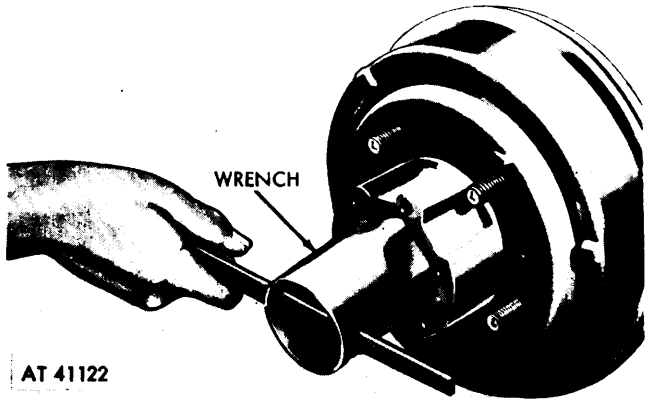
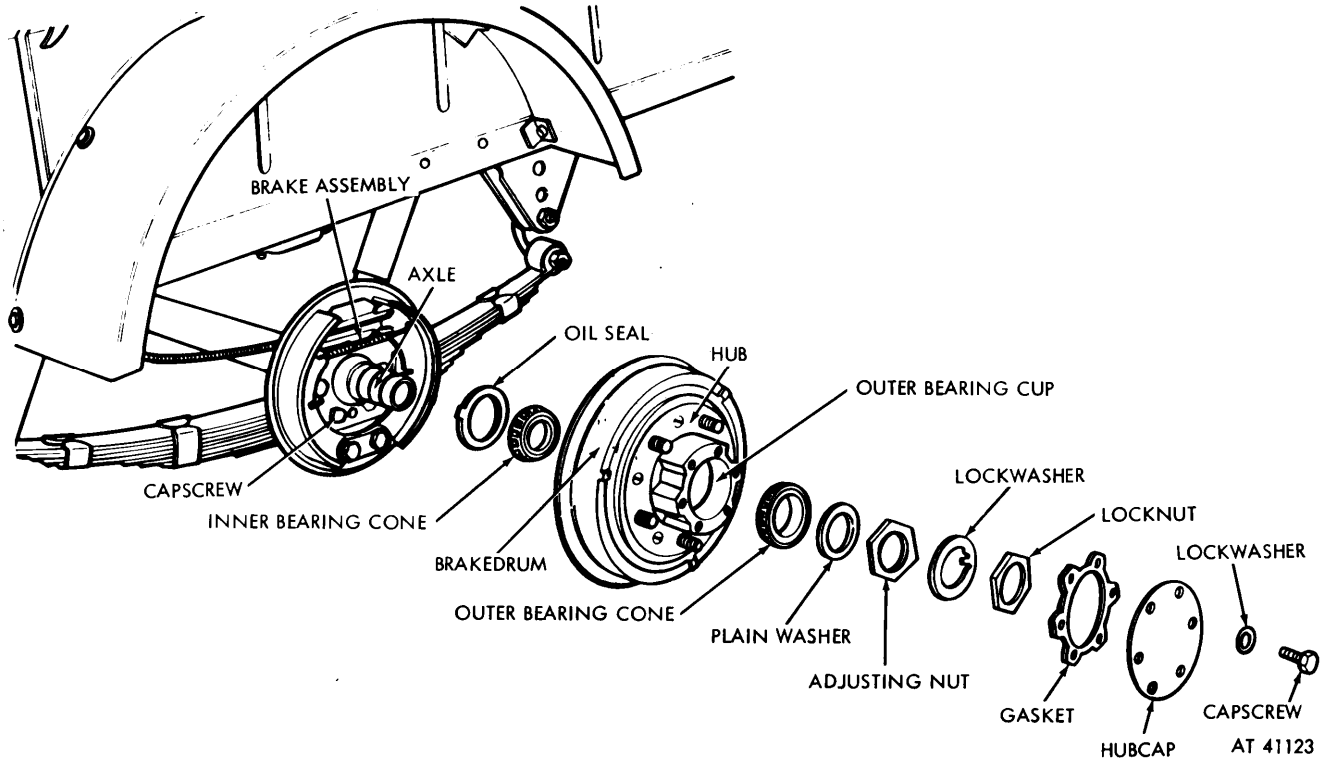
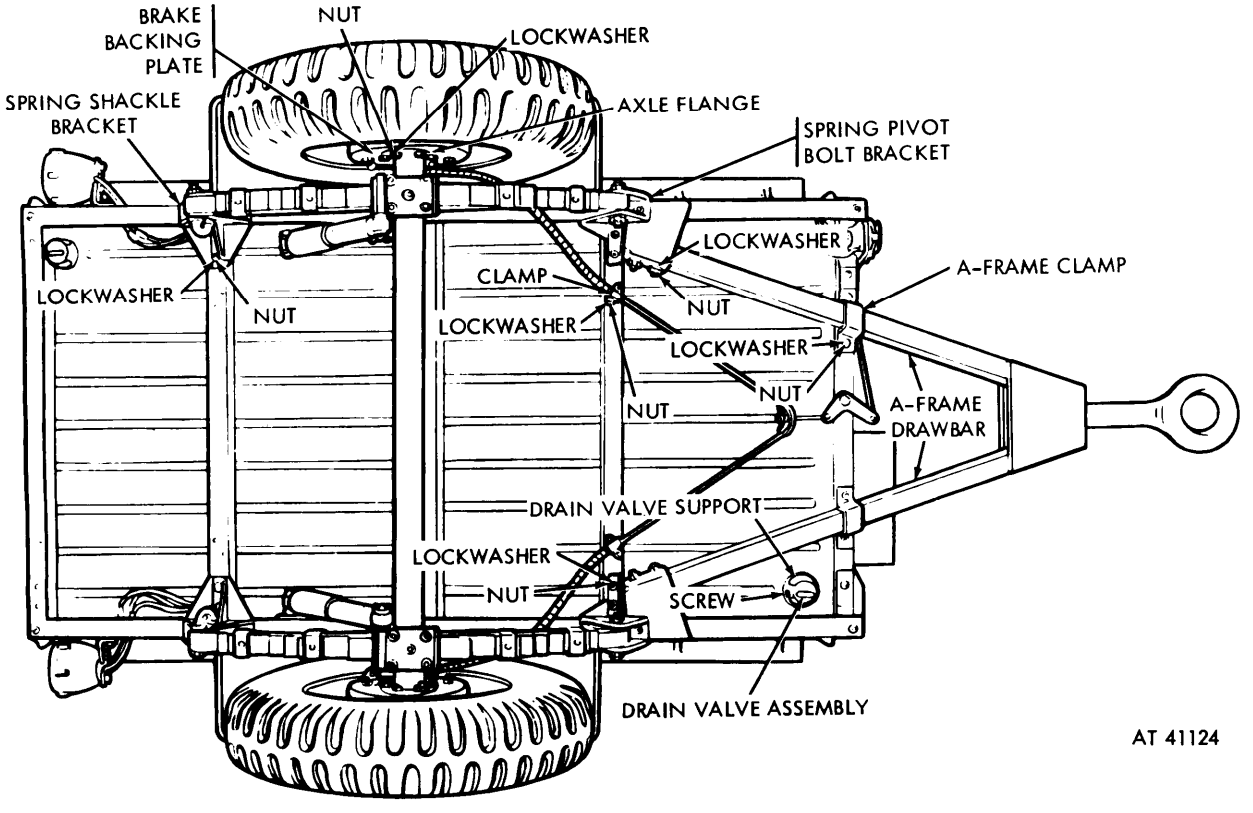
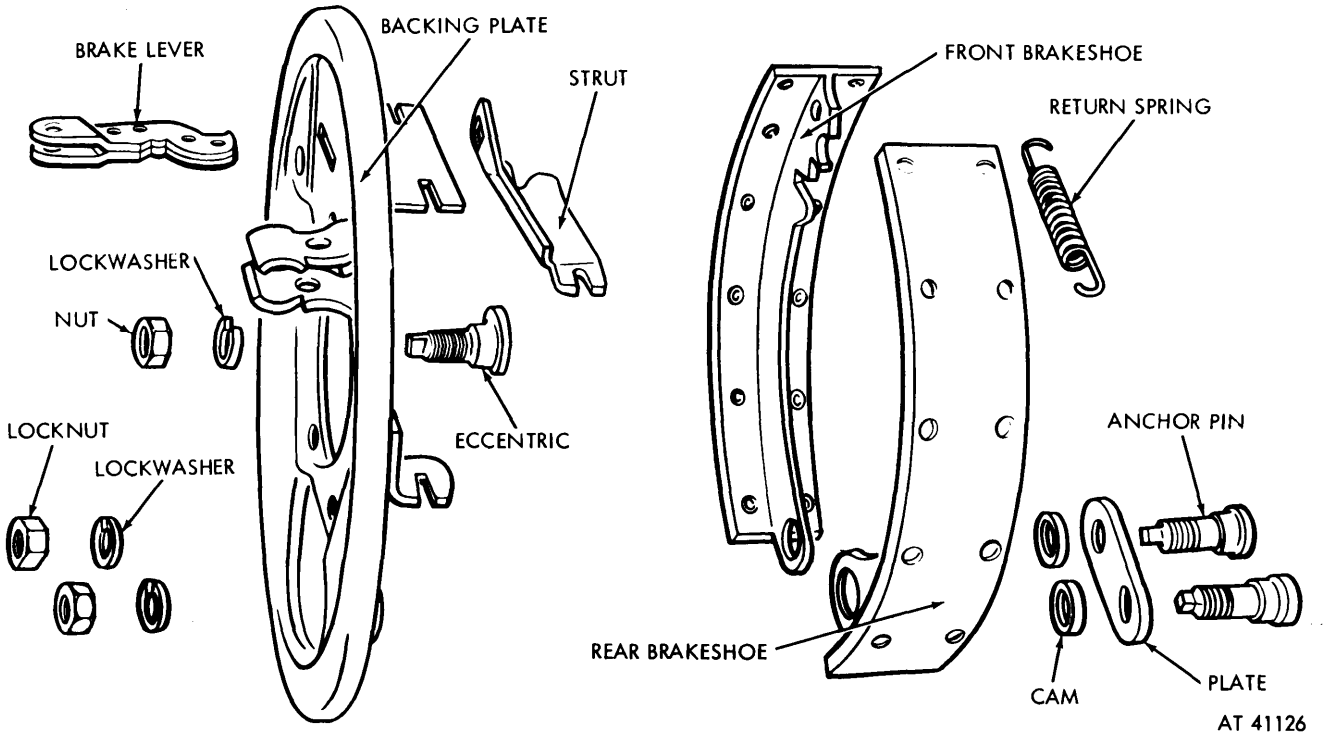

Figure 4-1. Removing locknut with nut wrench.
Figure 4-2. Axle assembly—exploded view.
Figure 4-3. Trailer—bottom view.
Figure 4-5. Brake assembly—exploded view.
With the hub cap, wheel bearing lock nut and lockwasher remove (fig. 4-2) and the brakes fully released, loosen the wheel bearing adjusting nut, using wrench (1, fig. C-22) as shown in figure 4-1. Turn the wheel to see that it rotates freely. Tighten the adjusting nut until the wheel no longer turns freely. Then back off the adjusting nut about one-sixth turn until the wheel once again rotates freely. Install the lockwasher and locknut and tighten. Do not fail to bend the lockwasher over one flat of the locknut. Install hub cap, new gasket, and six capscrews and lockwashers.
a. Remove Wheel and Hub and Drum Assembly (fig. 4-2). Loosen five wheel-bolt nuts. Raise the vehicle and support the frame, using jack stands or horses if available, so that the wheels will just clear the floor. Remove the wheels (para 4-26); remove the six capscrews and lockwashers holding the hub cap and gasket to the hub. Remove the cap and gasket. Place the parking brake in released position. Remove the wheel bearing locknut using nut wrench (1, fig. C-22) as shown in figure 4-1. After straightening the lockwasher behind it, remove the lockwasher. Remove the wheel bearing adjusting nut using wrench (1, fig. C-22), as shown in figure 4-1. Remove plain washer. Pull the hub and brake drum assembly off the axle, being careful to keep the wheel outer bearing cone from falling to the floor. The wheel inner bearing cone and the oil seal will come off with the hub and brake drum assembly.
b. Remove Brake Assembly. Remove the cotter pin and clevis pin from the brake lever on the rear of the brake backing plate (fig. 1-7). Loosen the clamp, at the axle flange, holding the brake cable assembly, by loosening the nut. Pull the cable forward from the clamp, compressing the cable spring (fig. 1-7). When the conduit portion of the cable has cleared the clamp, slip the cable through the clam p opening. Remove the six nuts, lock-washers, and capscrews fastening the backing plate to the axle flange (fig. 4-3). The brake assembly can now be removed from the axle.
(1) *Remove brake drum* (fig. 4-2). Remove the three machine screws holding the brake drum to the hub. The drum can now be removed from the hub by placing the drum on a bench or on a piece of wood on the floor, rim down, and tapping the hub with a lead or plastic mallet.
(2) *Remove oil seal and inner bearing cone* (fig. 4-2). Remove the oil seal and bearing cone from the hub by tapping the bearing cone lightly from the opposite end of the hub with a wooden. plastic, or soft metal drift.
a. Clean and Lubricate Wheel Bearings (fig. 4-2). Any time the wheel, hub, and drum assembly is removed, the wheel bearings should be cleaned and repacked with the proper lubricant as specified on the lubrication chart (fig. 3- 1). Wash the bearing parts in dry-cleaning solvent or mineral spirits paint thinner. Clean the entire inside of the hub so that dirt will not enter the bearings. Dry the bearing parts using compressed air, when available, or clean wiping cloths. inspect the bearings for damaged rollers or cages, looking for worn or scored spots. Replace the bearing if damage is found. Fill the palm of the hand with wheeling bearing grease and work it into the bearings, filling the cavities between the rollers. Assemble bearings in clean hub.
b. Clean and Inspect Oil Seal (fig. 4-2). Wash the seal in dry-cleaning solvent or mineral spirits paint thinner and inspect it for damage, hardened leather. and wear. Replace if necessary. Cover leather of seal with a light film of clean grease.
b. Install Brake Assembly. Slip the brake assembly over the end of the axle and position it against the flange with the brake return spring at the top (fig. 4-2). Insert the six capscrews through the backing plate and axle flange, assemble the lockwashers and hex nuts and tighten (fig. 4-3). Slip the brake cable into the loosened clamp at the axle flange by compressing the spring toward the end of the cable (fig. 1-7). Push the conduit portion of the cable into clamp. Insert the end of the cable into the brake lever and line up the holes so that the clevis pin may be inserted from the top of the lever (fig. 4-5). Insert the cotter pin into the hole in the end of the clevis pin and secure it by bending back both halves. Make sure the cable assembly is positioned in its clamp and tighten the nut on the clamp bolt.
c. Install Hub and Drum Assembly (fig. 4-2).
(1) *Assemble brake drum to hub* (fig. 4-2). Slip the brake drum, rim side in, over the five studs on the hub and position it over the hub groove. insert the three flat head machine screws through the drum into the hub and tighten them.
Place the hub and drum assembly squarely over the end of the axle and push it on. Insert the wheel outer bearing over the axle shaft and slide it into place in the hub. Assemble the plain washer and adjusting nut using nut wrench (1, fig. C-22) as shown in figure 4-1. Adjust the hearings (para 4-7). Assemble the lockwasher and locknut and bend the lockwasher back over one flat of the lock nut. Place a new hub cap gasket and the hub cap on the end of the hub and fasten them with the six hub cap lockwashers and capscrews.
b. Remove Brake Shoes (fig. 4-5). With the wheel removed (para 4-2 *b)* and the hub and drum assembly removed (para 4-8), the brake shoes can be removed, using brake spring pliers. Remove the brake return spring by unhooking it from both shoes. Remove the locknuts and washers which secure the anchor pins; from the rear of the brake backing plate (fig. 1-5). Remove the anchor pin plate and cams. Spread the shoes apart to clear the brake shoe strut and remove them.